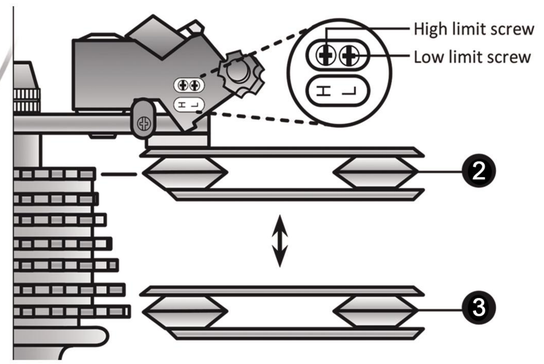

Figure 2
② Adjust the high limit screw (H) so the guide pulley and the smallest sprocket are lined up. Figure 2
③ Reconnect the cable, pull out any slack, and retighten the anchor bolt securely.
④ Shift through the gears, making sure each gear achieved is done quietly and without hesitation. If necessary, use the barrel adjuster to fine tune each gear by turning it in the direction you want the chain to go. For example, turning clockwise will loosen the cable tension and move the chain away from the wheel, while turning counter-clockwise will tighten cable tension and direct the chain towards the wheel.
⑤ Shift the rear shifter to the gear one and place the chain on the largest cog.
⑥ Adjust the low limit screw (L) in quarter turn increments until the guide pulley and the largest cog are aligned vertically.
⑦ Again, shift through each gear several times, checking that each gear is achieved smoothly. It may take several attempbefore the rear derailleur and cable is adjusted properrn increments until the guide pulley and the largest cog are aligned vertically.
① Safety